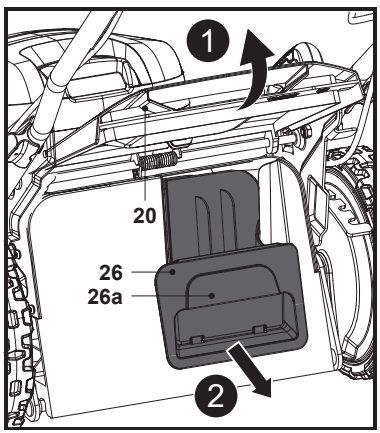

Fig. 13
2. Ține mânerul încastrat (26a) și trage accesoriul de mărunțire (26) până îl scoți complet afară din jgheabul de evacuare spate (23) (fig. 13).